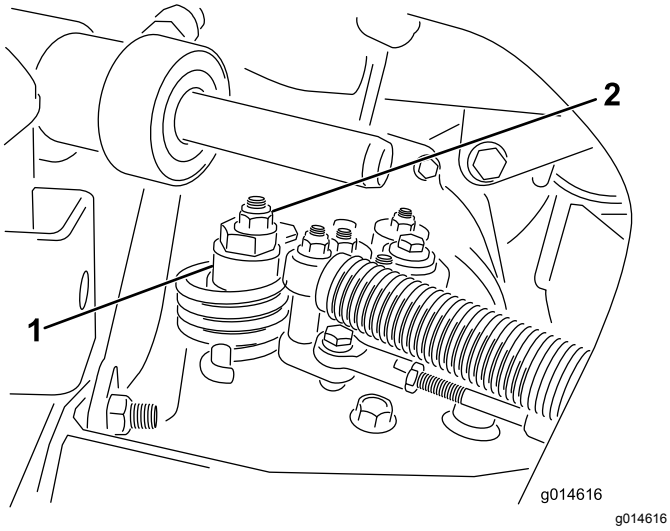

**Rysunek 53**
A. Poluzuj nakrętkę mocującą mimośród do górnej części higrostatu (Rysunek 53).
C. Obracaj mimośrodem, aż ustanie powolny ruch w każdym kierunku. Gdy koło przestanie obracać się, dokręć nakrętkę, blokując mimośród i regulację (Rysunek 53). Sprawdź regulację, ustawiając przepustnicę w położeniu wolnym i szybkim.